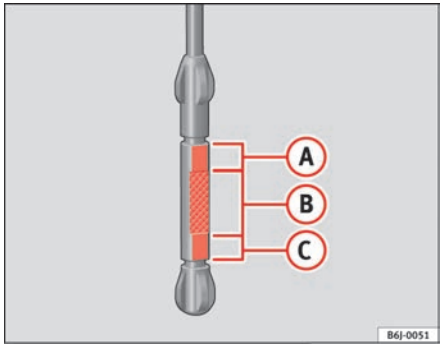

Fig. 114 Engine oil dipstick
– Then pull it out once more and check the oil level ⇒ fig. 114. Top up with engine oil if necessary.